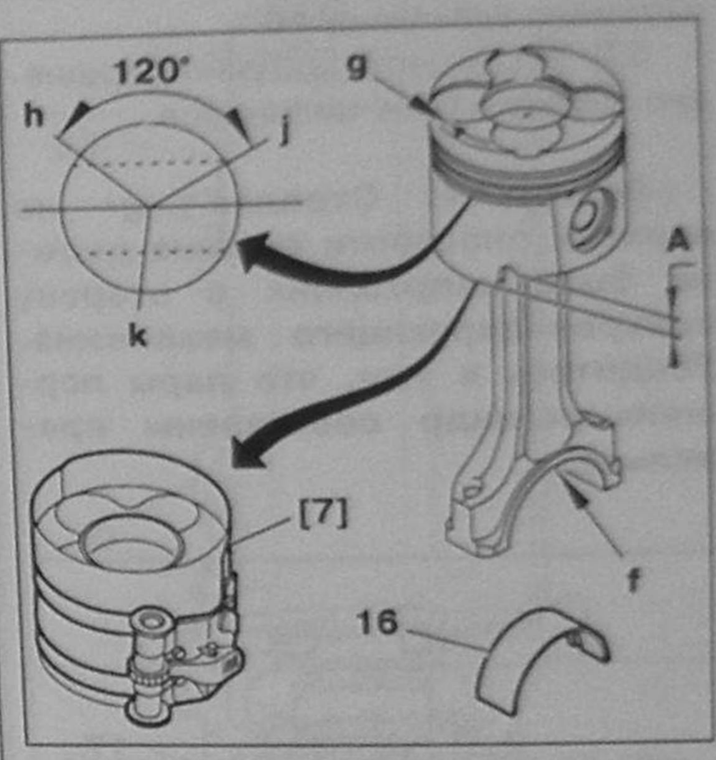

Рис. 7.139.
32. Проверьте, чтобы зазоры в кольцах «h» , «j», «k» располагались правильно (рис. 7.139).